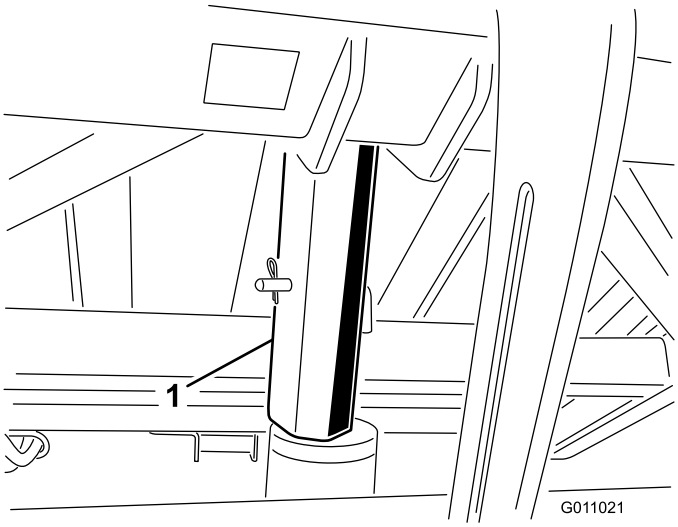

**Figur 26**
3. Før inn beholderens støttepilar på sylinderstangen. Påse at pilarendene hviler på sylinderløpet og ikke på enden av sylinderstangen (Figur 26).